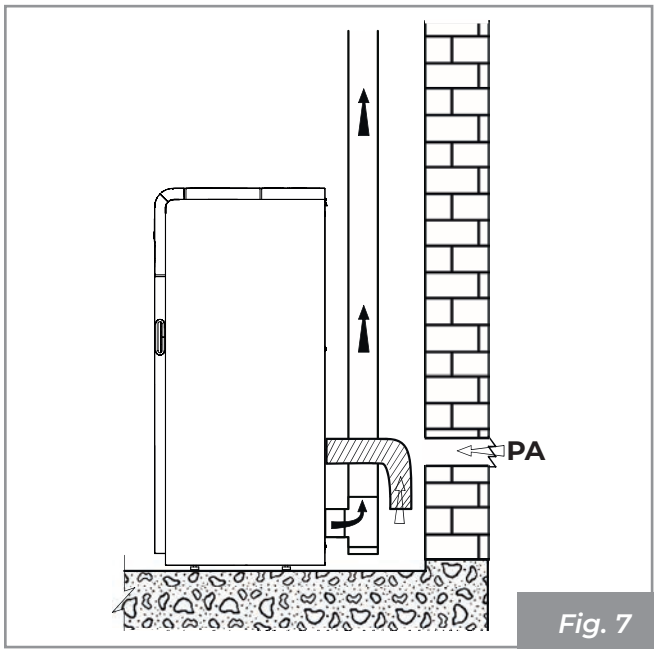
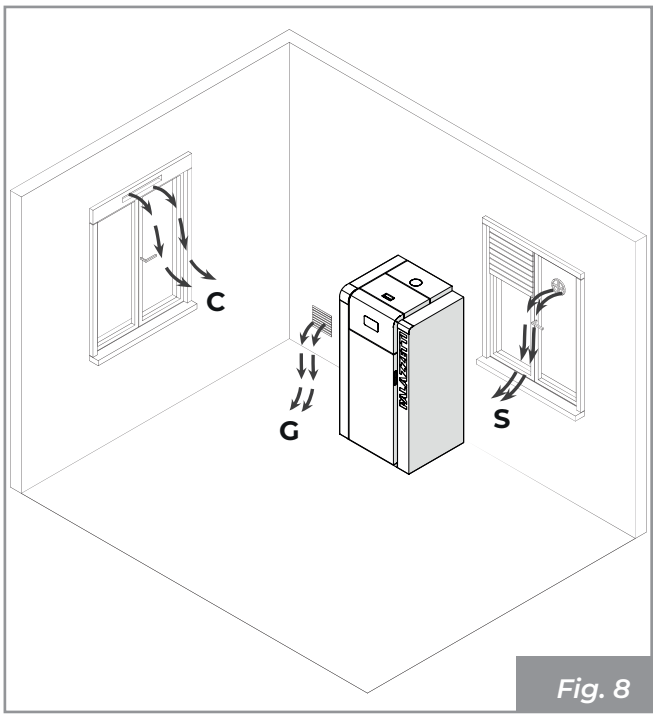

Fig. 7
Fig. 8
- del ambiente de instalación o de los locales contiguos apropiados (**Fig. 7** - **Fig. 8**)
Realizar la toma de aire en la pared (**Fig. 7 - PA** = Toma de Aire), y dejar el aparato libre para extraer aire en el ambiente.
Si no es posible hacer la toma de aire exterior en el local, es posible hacer el agujero exterior en un local adyacente siempre y cuando sea permanentemente comunicante con una rejilla de tránsito (**Fig. 8 - C** = Contenedor, **R = Rejilla** , **P** = Puerta).